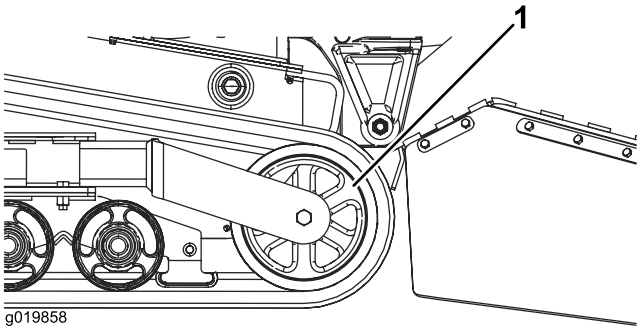

Figur 49
5. Tryck spännhjulet bakåt så långt som möjligt (Figur 49).
7. När larvbandet inte längre sitter på spännhjulet kan du ta av det från maskinen (Figur 49).